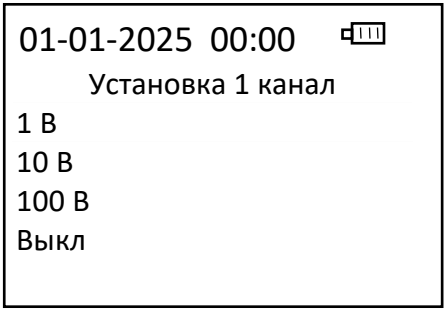

Рисунок 8.12
8.2.5.1 С помощью кнопок «стрелка влево» и «стрелка вправо» выбрать пункт «1 Канал» и подтвердить выбор кнопкой «ввод», на дисплее отобразятся диапазоны работы 1-го канала (рис. 8.12). Выбрать необходимый диапазон измерения 1-го канала или выключить измерения на канале, подтвердить выбор кнопкой «ввод», Регистратор переключится на выбранный диапазон.